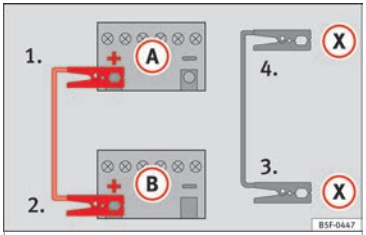

Fig. 164 Diagram of connections for vehicles with Start-Stop system.
– **For vehicles with Start-Stop system:** Connect one end of the *black* jump lead (X) to a suitable ground terminal, a solid piece of metal in the engine block, or to the engine block itself ››› **Fig. 164**.
5. Connect the other end of the *black* jump lead (X) to a solid metal component bolted to the engine block or to the engine block itself of the vehicle with the flat battery. Do not connect it to a point near the battery (A).